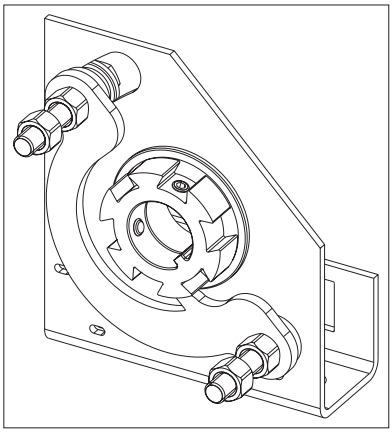
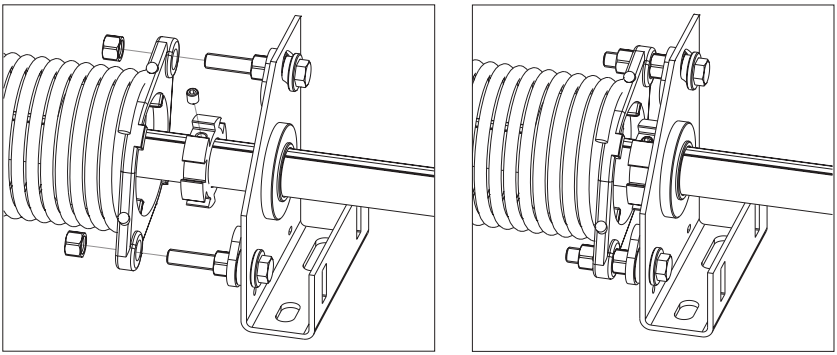

*Рис.22.1*
*Рис.22.2*
**11)** установить на вал храповую муфту (рис. 22.1) и закрепить ее к наконечнику пружины при помощи двух болтов из комплекта муфты (рис. 22.2);